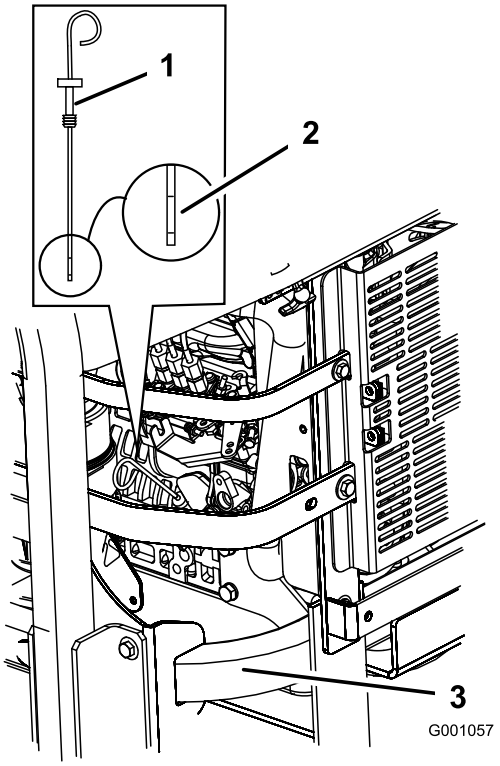

Figur 40
3. Gör rent omkring oljestickan (Figur 40) så att smuts inte kan falla ned i påfyllningshålet och orsaka motorskador.
4. Dra ut oljestickan och torka av metalländen (Figur 40).
5. Stick ner oljestickan helt i påfyllningsröret. Dra ut oljestickan och titta på metalländen (Figur 40). Om oljenivån är låg häller du långsamt i tillräcklig mängd olja i påfyllningshålet för att höja nivån till markeringen Full.